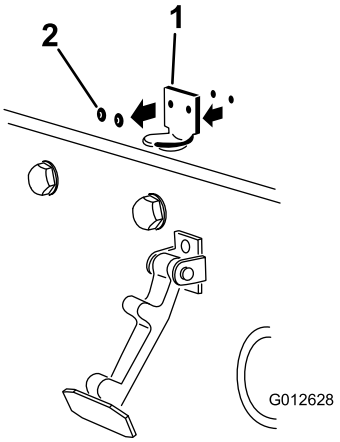

Figur 7
2. Fjern de (2) nitter, der fastholder motorhjelmslåsen på hjelmen (Figur 7). Fjern motorhjelmslåsen fra motorhjelmen.